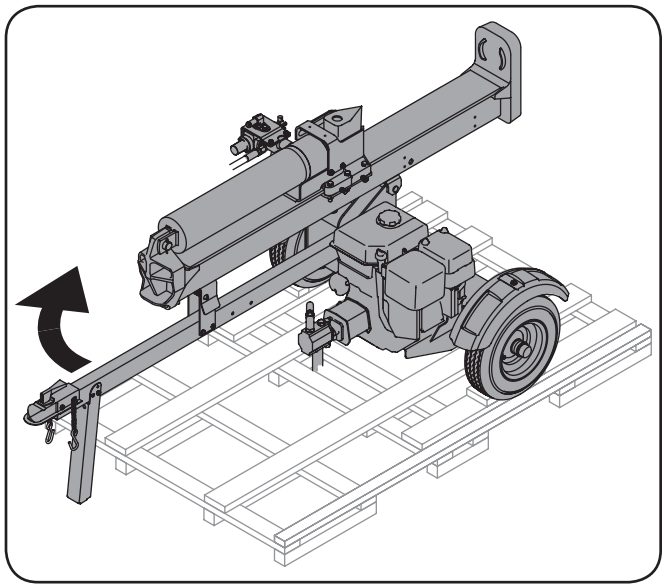

Figure 3-7
4. Carefully reposition the logsplitter off of the crate by lifting up on the tongue tube, near the hitch coupling, and slowly rotating the machine clockwise. See Fig. 3-7.